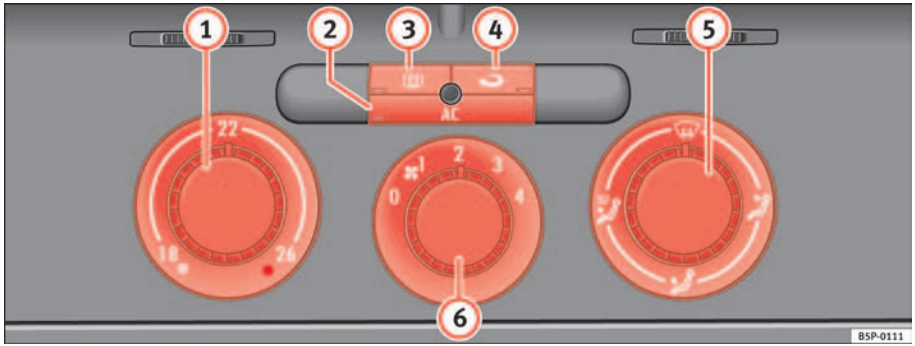

Fig. 122 On the dash panel: Climatic controls
– Using the controls ⇒ fig. 122 (1) and (5) and the control (6) you can set the temperature, air distribution and the air flow.
– To switch a function on or off, press the appropriate button (2), (3) or (4). When the function is activated, the display window in the lower left of the button is lit.
(1) Temperature selector ⇒ page 150
(2) Button AC – cooling system on/off ⇒ page 150
(3) Button – Rear window heating. The heating will be switched off automatically approximately *20 minutes* after switching on. It can also be switched off beforehand by pushing the button.
(4) Button – Air recirculation mode ⇒ page 151
(5) Air distribution control ⇒ page 150
(6) Blower switch. There are four speed settings for the air flow. The air flow should always be set at the lowest speed when driving slowly.
– Switch on the air conditioner using the button ⇒ page 149, fig. 122 AC.